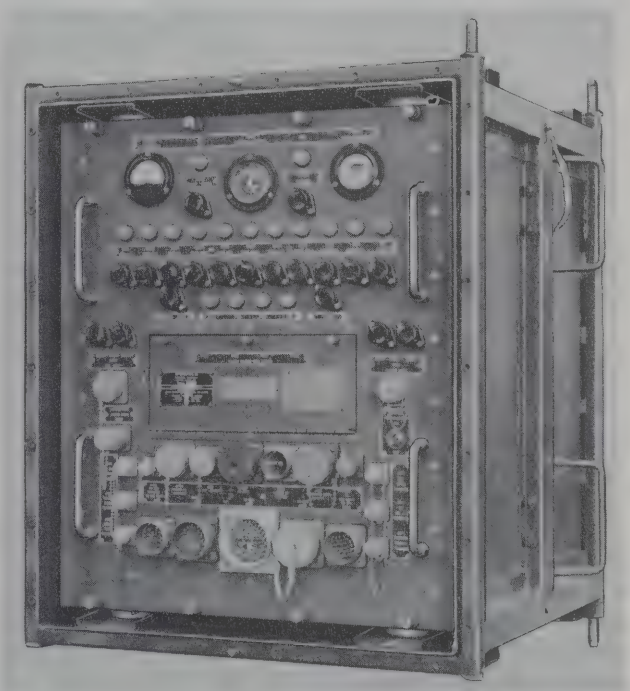

Figure 1–6. Power Supply PP-674A/TPS-1D
f. RADAR RECEIVER-TRANSMITTER RT-212A/TPS-1D. *(See figure 1–7.)*